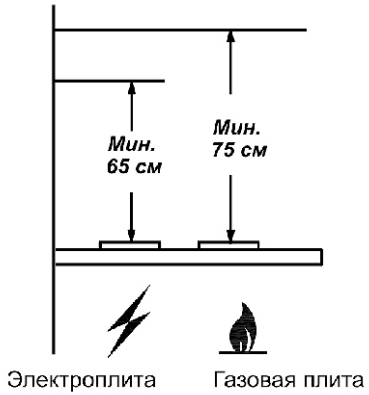

рис. 1
1.2 Вытяжку устанавливайте над плитой, как показано на рис. 1.